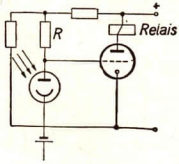

Abb. 38/2
2. a) Woher erhält die Fotozellenkatode die Elektronen, und welcher Zustand zeigt sich am Gitter der Triode (Abb. 38/2)?